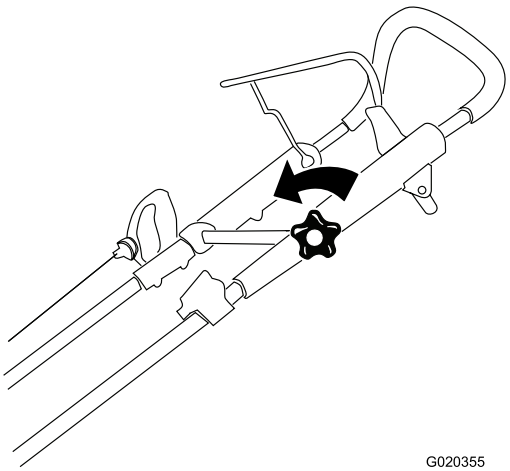

Figur 14
1. Løsne knotten for øvre håndtak (Figur 14).